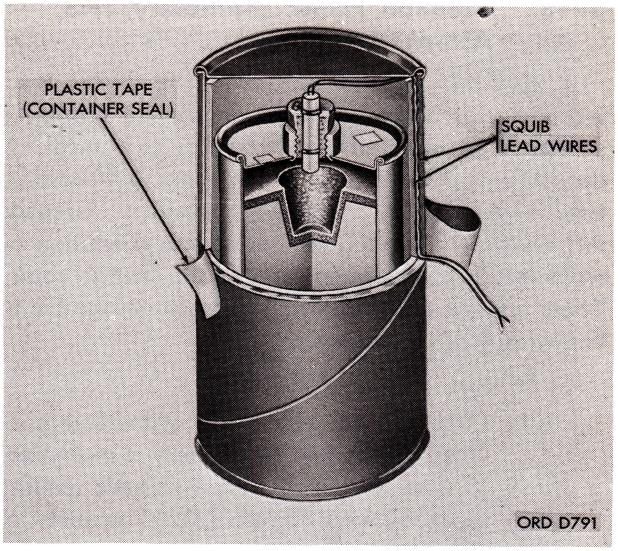

Figure 2–16. Grenade, AN–M14, modified for electric ignition.
d. Modification for Electric Ignition. Grenade AN-M14 may be modified for electric ignition (fig. 2–16) by replacing the fuze assembly with an electric squib.